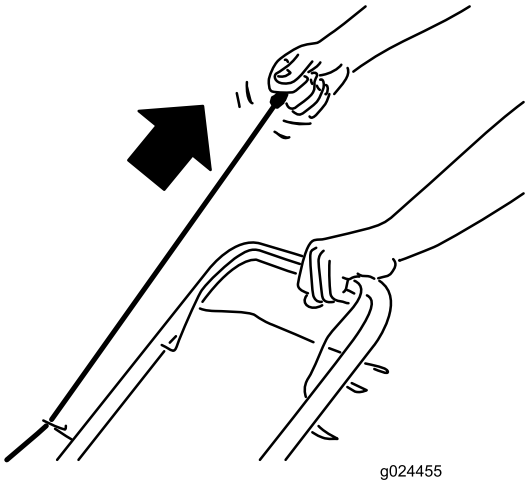

Bild 13
2. Ziehen Sie leicht am Rücklaufstartergriff (Bild 13), bis Sie einen Widerstand spüren. Ziehen Sie ihn dann kräftig durch und lassen ihn langsam in die Seilführung am Holm zurückgehen.